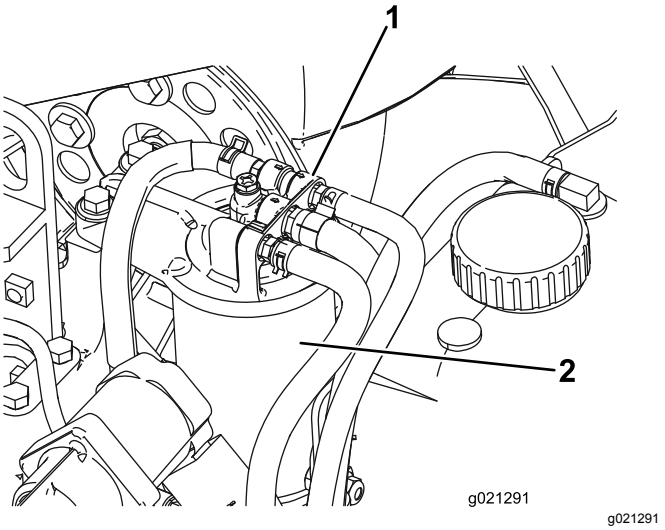

Figur 80
1. Rengør området omkring brændstoffilterhovedet (Figur 80).
2. Afmonter filteret, og rengør filterhovedets monteringsflade (Figur 80).